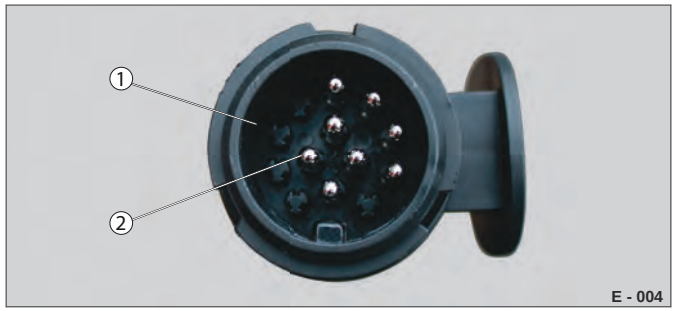

Fig. 4 Stik med 8 ben tilsluttet
Det 13-polede stik (Fig. 4 /1) med 8 tilsluttede ben anvendes som standard til anhængere med bremser.
▶ Kontrollér om nødvendigt bentilslutningen (Fig. 4 /2) på trækkøretøjet.